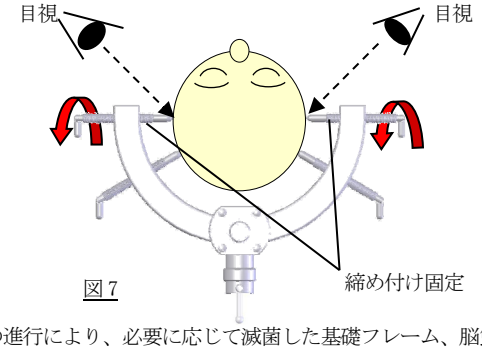

図7
(3) 最後に仮止めしていたスクリューピンを 1/4～1/2 程回転させ、更なる締め付けをしてください。(図7)スクリューピンによる過度の締め付けは、頭蓋骨の割れ・陥没・貫通、また、皮膚の裂傷等の恐れがあります。スクリューピンの締め付けは注意して行ってください。